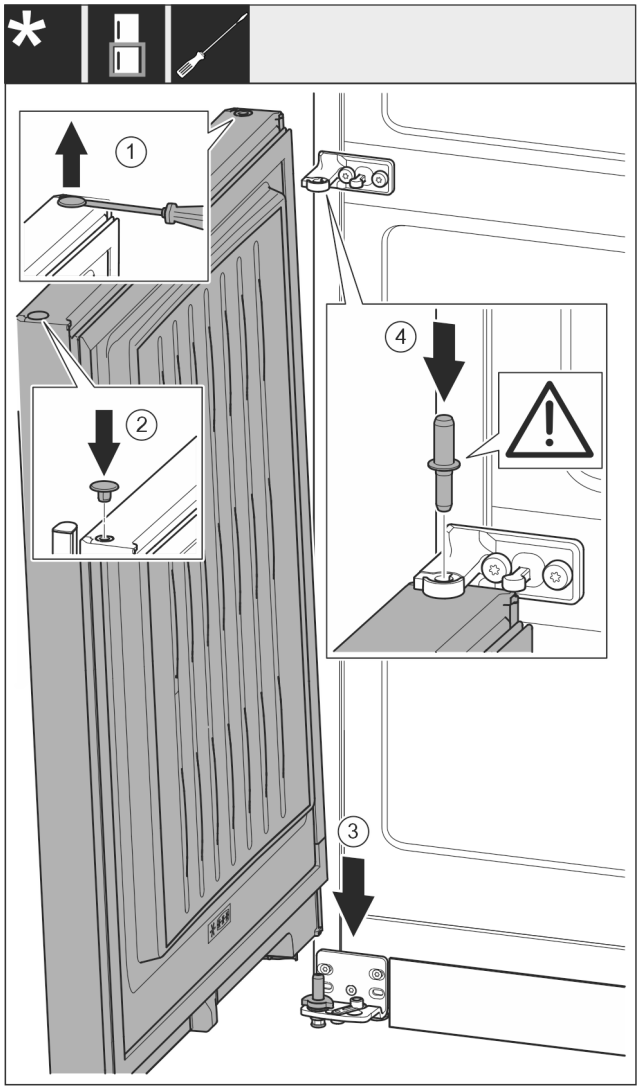

Fig. 56
- ▶ Stopfen *Fig. 56 (1)* vorsichtig mit einem Schlitzschraubendreher anheben und herausziehen.
- ▶ Stopfen *Fig. 56 (2)* auf der anderen Türseite wieder einsetzen.
- ▶ Tür *Fig. 56 (3)* von oben auf den unteren Lagerbolzen aufsetzen.
- ▶ Lagerbolzen Mitte *Fig. 56 (4)* durch Lagerbock Mitte in die untere Tür einsetzen. Dabei darauf achten, dass der Rastnocken nach hinten zeigt.